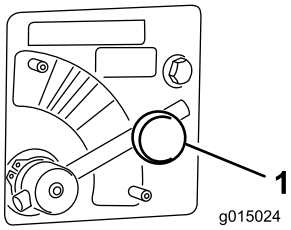

Figur 45
1. Lossa ratten som håller fast spaken för spridarventilen (Figur 45).
2. Vrid spaken för spridarventilen (Figur 45) till önskad färg (gul i detta exempel).
1. För spaken för spridarventilen till det **Blå** området (MAXHASTIGHET) (Figur 45). När spaken har vridits helt medurs är den i horisontellt läge.